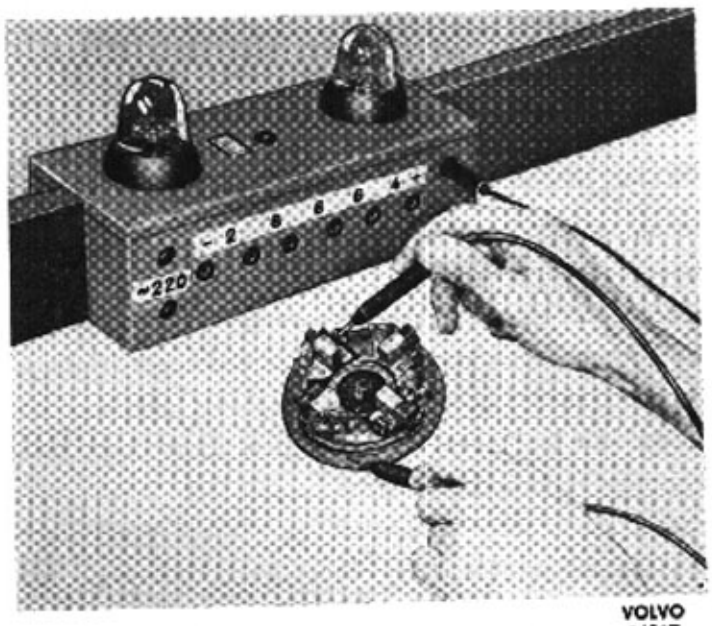

Bild 33-18. Kontroll av elborsthållare
2. Kontrollera att de bäda positiva borsthållarna inte har förbindelse med skölden, se bild 33-18.